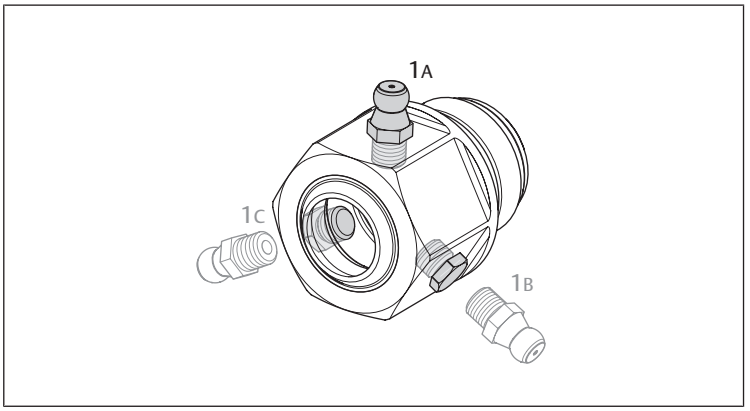

Fig. 5: Possibili posizioni del nipplo di lubrificazione
- Controllare la posizione del nipplo di lubrificazione (ved. → Fig. 5).